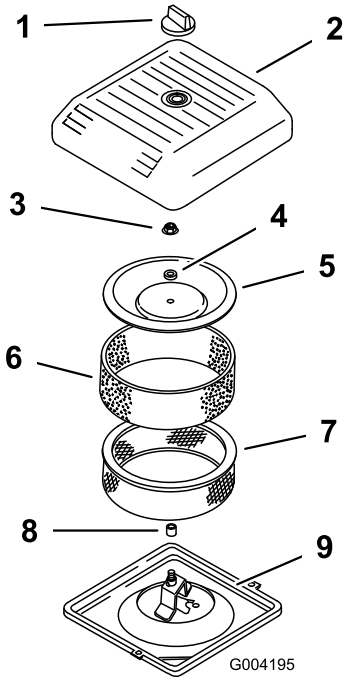

Figuur 15
2. Draai de knop los en verwijder het luchtfilterdeksel (Figuur 15).
3. Schuif voorzichtig het schuimfilter van het papieren element (Figuur 15).
4. Draai de dekselmoer los en verwijder deksel en papierfilter (Figuur 15).
2. Plaats de luchtreiniger op het onderstuk van de luchtreiniger (Figuur 15).
3. Monteer het accudeksel en zet dit goed vast met de dekselmoer (Figuur 15). Draai de moer vast met een torsie van 10,7 Nm.
4. Plaats het luchtfilterdeksel en zet het vast met de knop (Figuur 15).